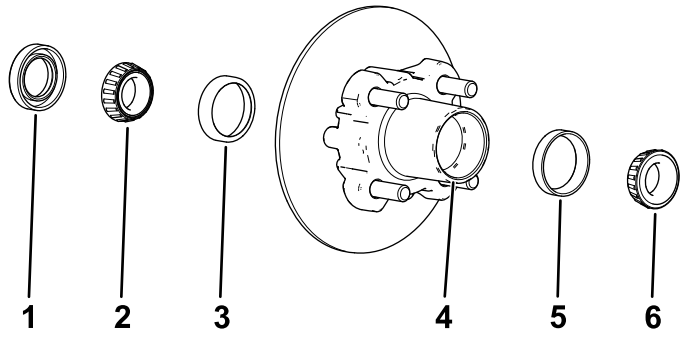

Figur 36
1. Fjern det utvendige lageret og kulesetet fra navet (Figur 36).
2. Fjern tetningen og det innvendige lageret fra navet (Figur 36).
5. Ren navets hulrom for fett, smuss og andre rester (Figur 36).
7. Fyll navets hulro 50–80 % fullt med spesifisert smørefett (Figur 36).
8. Monter det innvendige lageret på den innvendige siden av navet, og monter tetningen (Figur 36).